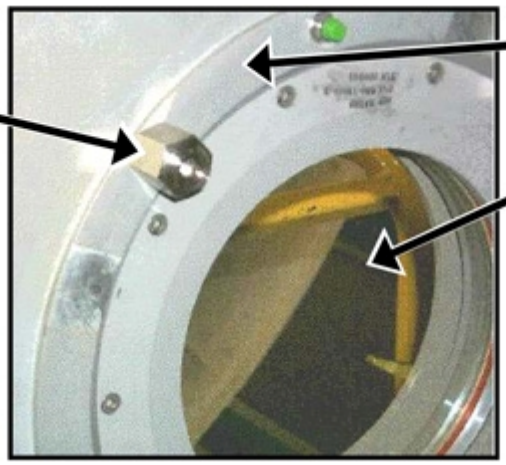

Figure 3. - Hatch Standoff Fitting Installed.
8.2 Mount CBCS Camera Assembly to Hatch Standoff Fittings with Camera tail oriented tail pointing ISS Aft, 1/4 Turn Fasteners (four). Refer to Figures 3 and 4.